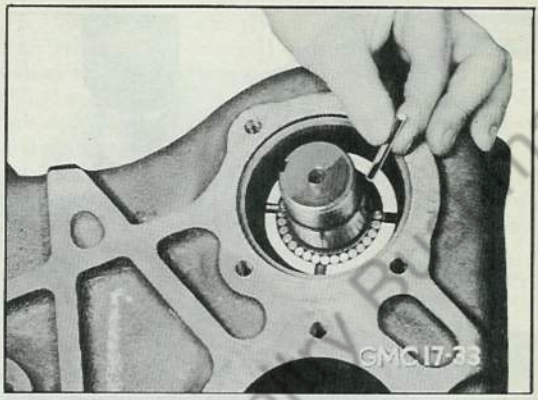

Fig. 6 Roller Bearings Are Installed In Front Axle Drive Gear Through Case As Shown
1. Replace front bearing (5) (H. D. 41208-XS-7) on shaft (10) if it has been removed, using arbor press if necessary.
2. Insert shaft through opening in front of case. Slip sliding gear (12) in place over shaft splines with shifter fork groove toward front of case. Install thin spacer (13) on shaft.
3. Coat inner surface of constant mesh gear (14) (R. H. helix and 29 teeth) with cup grease and install gear over shaft as shaft is pushed into place, until front bearing is in case opening. Internal gear teeth must be toward front.
4. Install the 32 roller bearings (11) between gear (14) and shaft (10) as illustrated in Fig. 6. Install thick spacer (15) on shaft through opening in rear of case.
5. Support front or splined end of shaft on block of wood as rear bearing (16) (N. D. 41208-XS-7), with snap ring (17) toward rear, is installed. Replace lock (18) and nut (19) on shaft and tighten nut finger-tight.
6. Install front bearing cap (3) and oil seal, using new gasket (4) under cap. Install and tighten cap screws using new lockwashers under head of screws.
7. Replace propeller shaft yoke on splined shaft, with cotter pin holes at right angles to yoke bearing seats. Replace yoke retaining nut (9) on shaft.
9. Bend tang of rear lock plate (18) over flat of nut (19).